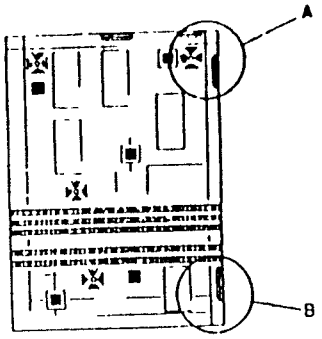

Рис. 2. Проверка перекоса
1. Сделайте копии с помощью дуплексного автоподатчика оригиналов DADF и проверьте величину перекоса (см. Рис. 2). Смотрите технические условия CQS 8 и CQ 9.1.
ПРИМЕЧАНИЕ: Расположенная ниже таблица допусков на перекос и Рис. 2 приведены здесь только для удобства проведения регулировки. Полный список допусков величины перекоса приводится в технических условиях CQS 8.
Перекос всегда измеряется по передней кромки независимо от ориентации листа бумага (смотрите Рис. 2). Указанные в Таблицах технических условий числа являются разностью между количеством линий, видимых в двух областях A и B.